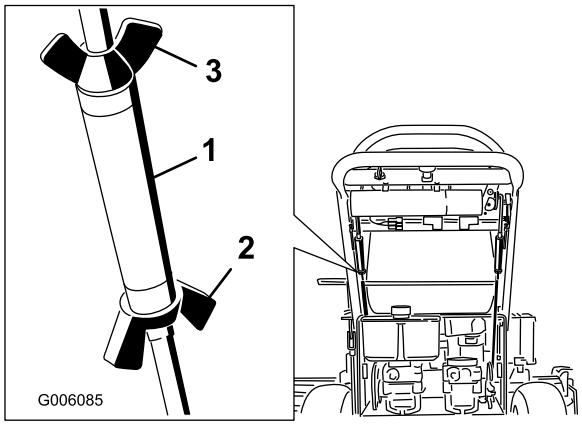

**Figure 41**
3. Desserrez les écrous à oreilles sur la tige de commande droite et tournez le tendeur dans un sens ou dans l'autre pour que le levier de commande droit soit centré en position de verrouillage au point mort. Fixez le tendeur en position avec les écrous à oreilles (Figure 41).
4. Desserrez les écrous à oreilles sur la tige de commande gauche et tournez le tendeur dans un sens ou dans l'autre pour changer la correction directionnelle. Fixez le tendeur en position avec les écrous à oreilles (Figure 41).